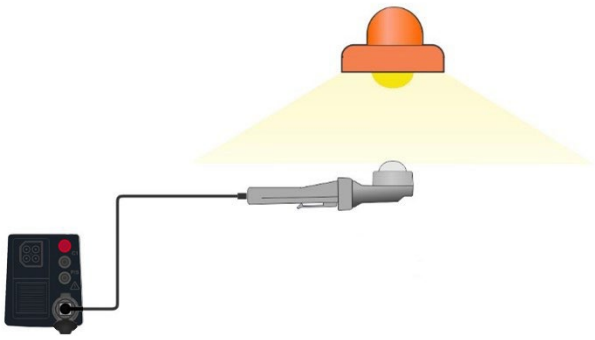

Abbildung 7.70: Positionierung des Beleuchtungsstärkesensors BENNING Luxmeter Typ B (044111)
- Positionieren Sie den Beleuchtungsstärkesensor ***Abbildung 7.70.***